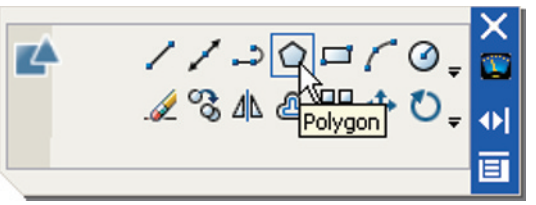

Fig. 3.23 The **Polygon** tool icon in the **2D Draw** control panel
1. Call the **Polygon** tool – either with a *click* on its tool icon in the **2D Draw** control panel (Fig. 3.23), by *entering* **pol** or **polygon** at the